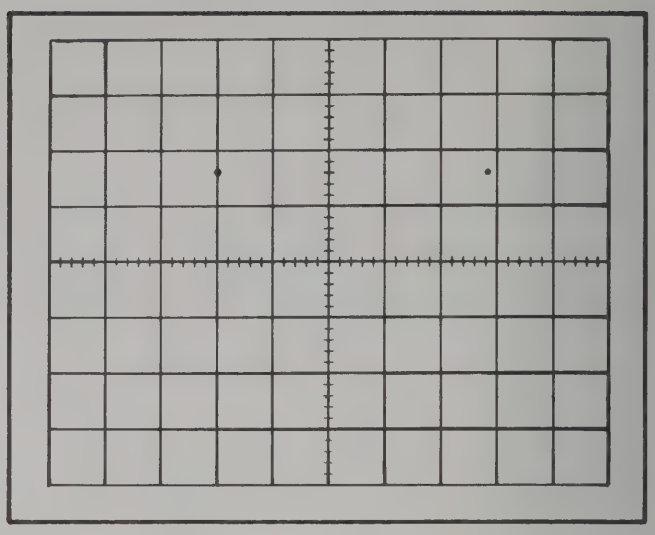

Fig. 5-18. Typical CRT display when checking external horizontal operation.
d. CHECK—CRT display for horizontal deflection between 3.75 and 6.25 divisions (10 volts/division, ±25%; see Fig. 5-18).